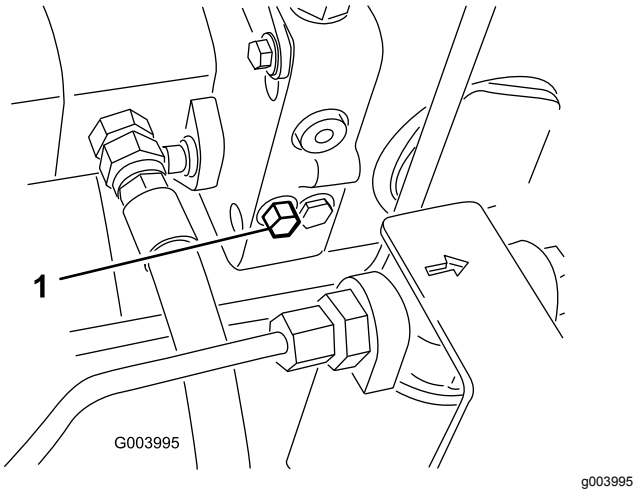

Figur 40
1. Drej omløbsventilens bolt 1½ omgang for at åbne den og lade olien løbe om internt (Figur 40).